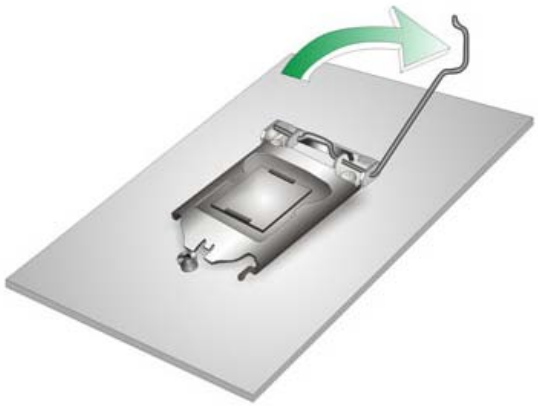

Figure 4-1: Disengage the CPU Socket Load Lever
Step 1: **Disengage the load lever** by pressing the lever down and slightly outwards to clear the retention tab. Fully open the lever. See **Figure 4-1.**